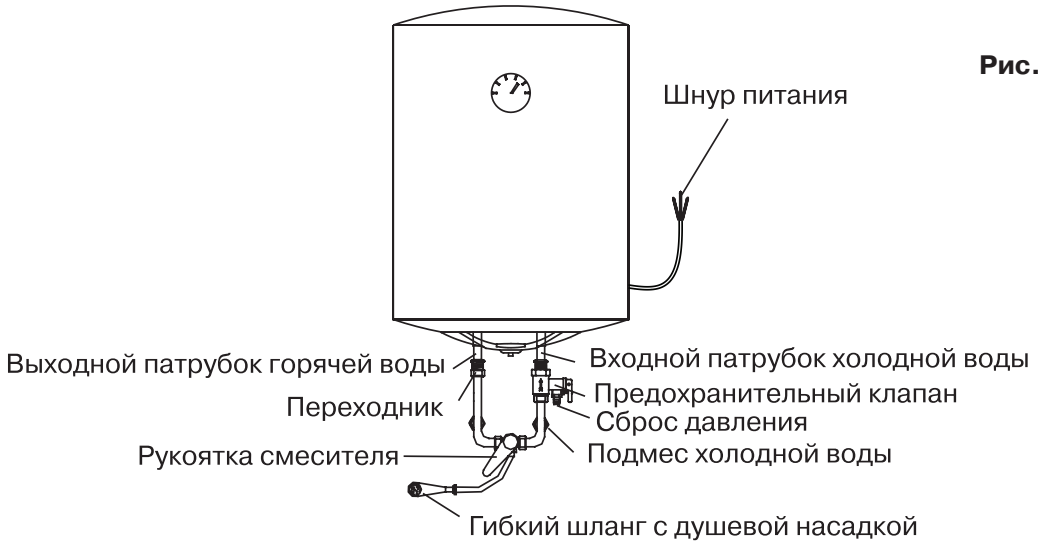

Рис. 3
3. Закрепите розетку питания на стене. Требования к источнику питания: однофазный, 250 В/10 А, три провода. Рекомендуется размещать розетку справа над водонагревателем. Расстояние розетки от земли должно быть не менее 1,8 м, см. рис. 3.